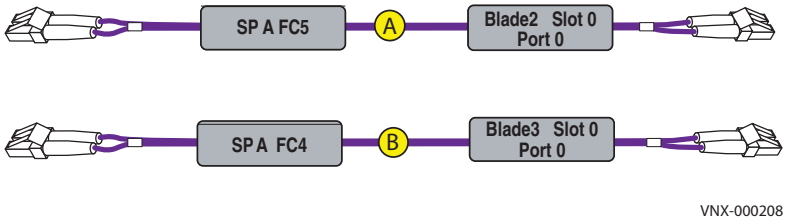

**Figure 19** SP A Fibre Channel cables
1. Locate the Fibre Channel cables as shown in Figure 19. Only blades 2 and 3 will be set up at this time.